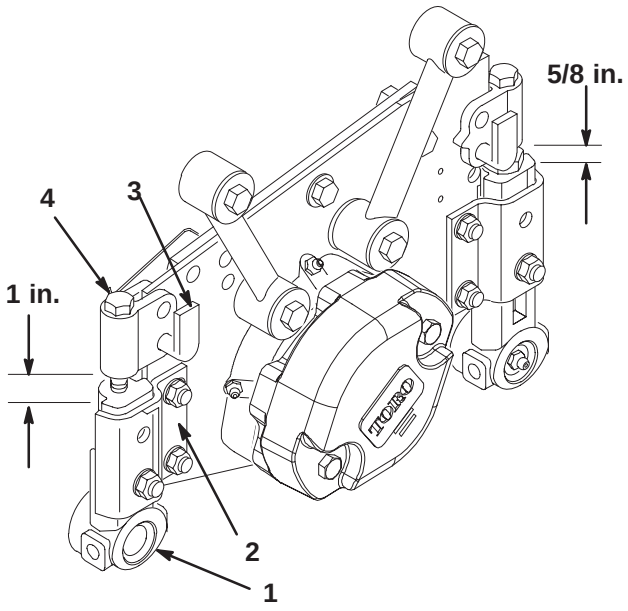

Figure 8
2. Adjust support capscrew to achieve 1 in. ± 1/16 (25mm ± 1.5mm) dimension between height-of-cut support and front roller bracket (2 places) (Fig. 8).
3. Adjust support capscrew to achieve 5/8 in. ± 1/16 (16mm ± 1.5mm) dimension between height-of-cut support and rear roller bracket (2 places) (Fig. 8).